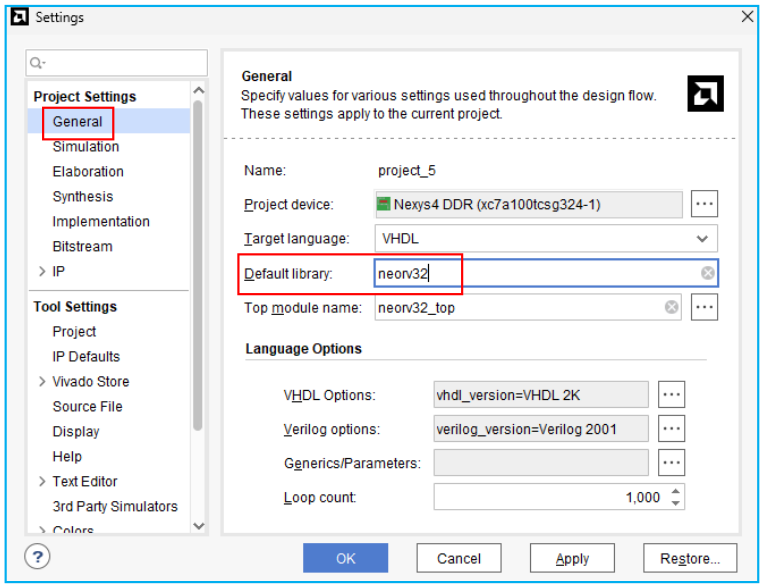

Fig.14. Ventana `Settings`, cambio de nombre de la librería por defecto.
17. Dentro de la ventana `Settings`, debe seleccionarse la opción `General` ubicada en `Project Settings`. Una vez hecho, se cambiará el nombre del campo `Default Library` por neorv32 (Fig.14). Pulsamos `Apply` y `OK`.